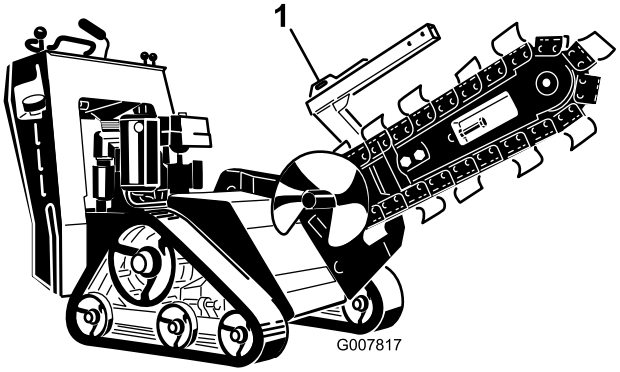
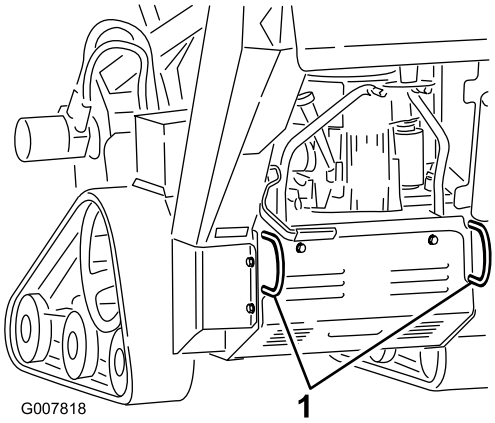

Bild 23
Bild 24
3. Befestigen Sie Ketten oder Riemen an den Vergurtungsstellen bzw. Hebelaschen vorne und hinten an der Maschine, um die Maschine am Anhänger zu befestigen (Bild 23 and Bild 24). Halten Sie die örtlichen Vorschriften für Anhänger und Vergurtung ein.
Sie können die Maschine mit den Vergurtungs- und Hebeschlaufen als Hebestellen hochheben (Bild 23 und Bild 24).